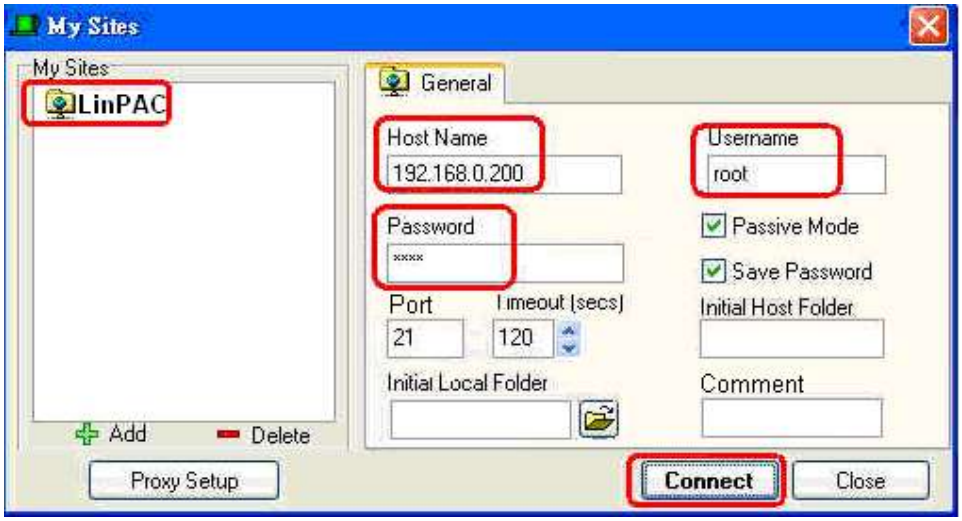

Fig.7-3
Step 1: Open a FTP application and create a new FTP connection. Enter the login details for the LP-8x4x, including the Host name (or IP address), Username and Passeord. The default value for both the **User_Name** and the **Password** is **"root"**. Click the **"Connect"** button to connect to the ftp server on the LP-8x4x. Refer to Fig.7-3 below for more details.